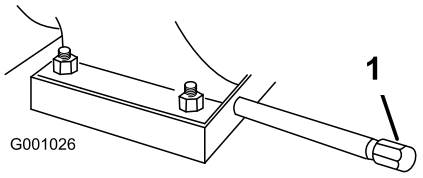

Bild 43
1. Reinigen Sie den Bereich um die Ablassschraube (Bild 43).